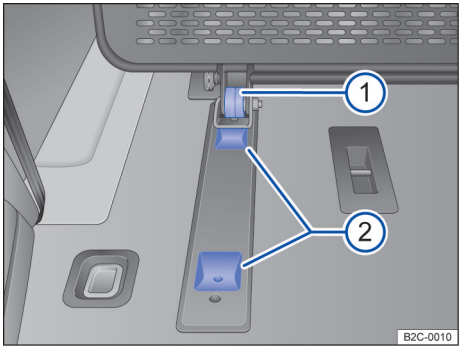

Fig. 154 Dans le coffre à bagages : ancrage inférieur
2. Poussez la partie inférieure de la cloison réglable munie de la roulette → fig. 154 ① dans l'évidement arrière de l'ancrage ②.
2. Poussez la partie inférieure de la cloison réglable munie de la roulette → fig. 154 ① dans l'évidement avant de l'ancrage → fig. 154 ②.